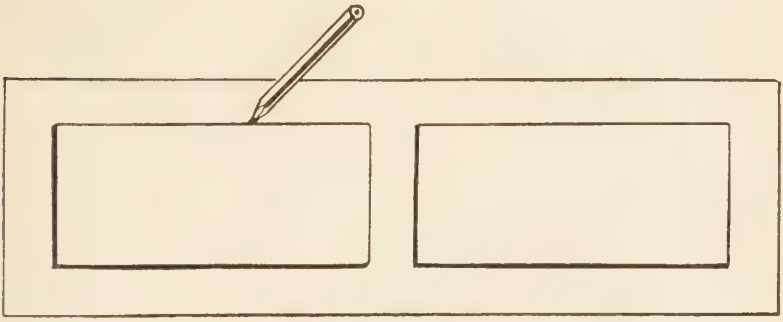

FIG. 108—POSITIONING BOARDS ON LEATHER COVERS
4. Following the teaching just obtained, position your board lining on each piece of leather (reverse sides) and mark with *colored* pencil around the edges of board. (Figs. 108–108-A.)